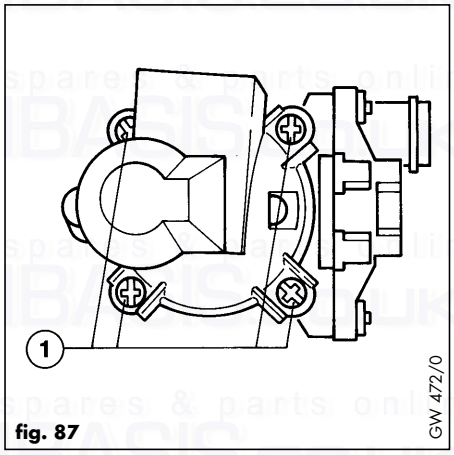

fig. 87
7.17.1 Replacement of diverter valve diaphragm (fig. 87).
- Remove the 4 screws (1).